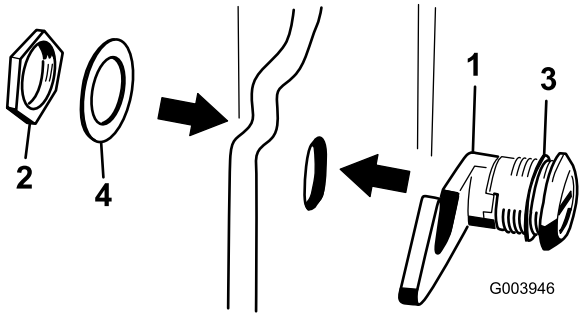

Figura 16
3. Retire la tuerca del conjunto de cierre del capó (Figura 16).
4. Desde fuera del capó introduzca el enganche del cierre a través del taladro del capó. Asegúrese de que la junta de goma quede en el exterior del capó (Figura 16).